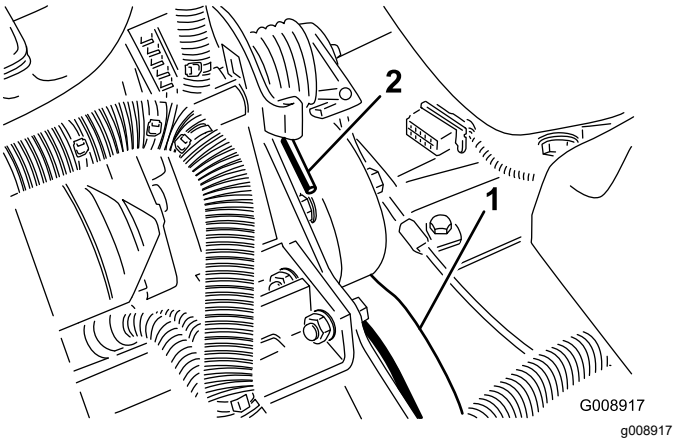

Figuur 77
2. Druk het uiteinde van de veer omlaag en naar voren (Figuur 77) om deze los te maken van de beugel en de veerspanning op te heffen.